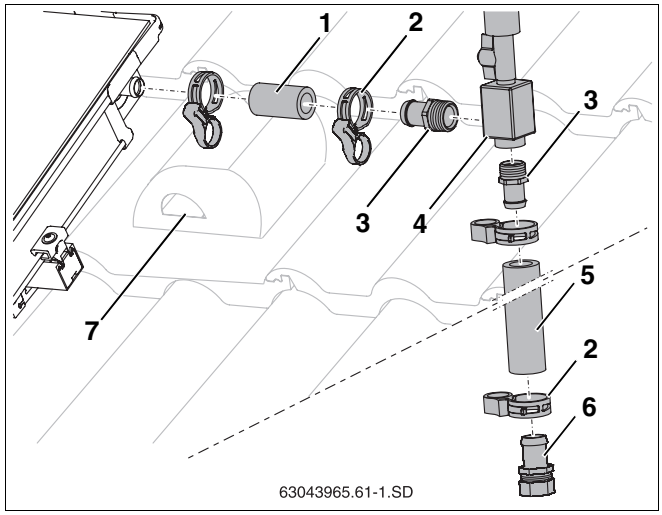

Abb. 57 Entlüfter über Dach anschließen
- Kurzen Solarschlauch (55 mm, Abb. 57, **Pos. 1**) auf den Vorlaufanschluss des Kollektorfeldes aufschieben und mit Federbandschelle fixieren.
- Schlauchtüllen R¾ mit O-Ringe (Abb. 57, **Pos. 3**) in den Lufttopf (Abb. 57, **Pos. 4**) festschrauben.
- Schlauchtüllen (Abb. 57, **Pos. 3**) bis zum Anschlag in die Solarschläuche (Abb. 57, **Pos. 1** und **5**) stecken und mit Federbandschellen (Abb. 57, **Pos. 2**) fixieren.
- Schlauchtülle mit Klemmringverschraubung (Abb. 57, **Pos. 6**) bis zum Anschlag in den Solarschlauch stecken und mit Federbandschelle fixieren.
- Solarschlauch zusammen mit dem Fühlerkabel durch die Entlüftungspfanne (Abb. 57, **Pos. 7**) und durch die Dachinsolierung führen.
- Sammelleitung an die Schlauchtülle mit Klemmringverschraubung (18 mm) anschließen (Abb. 57, **Pos. 6**).